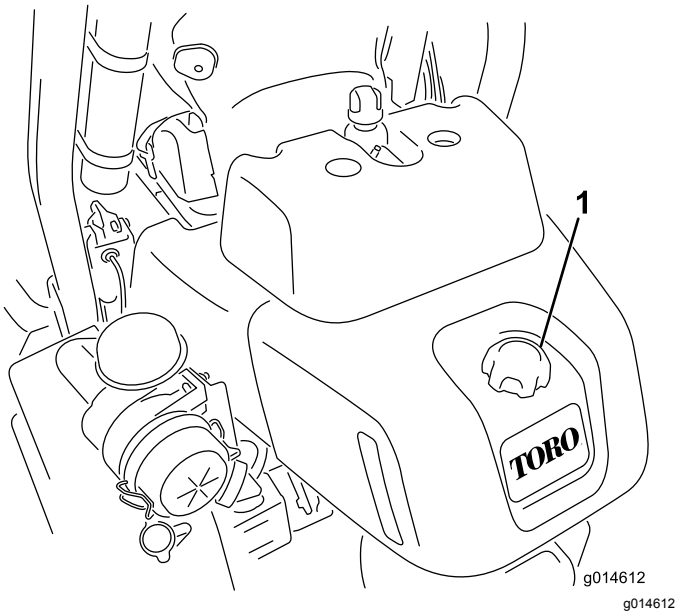

**Rysunek 29**
1. Oczyść okolice korka zbiornika paliwa (Rysunek 29).